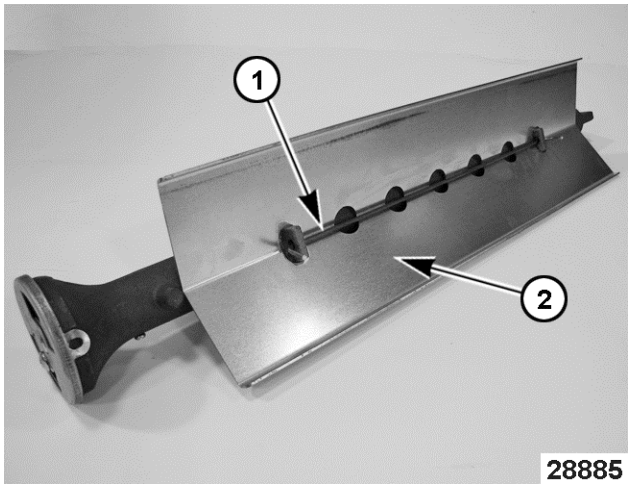

**Fig. 72**
5. Remove burner rod (1, Fig. 72) securing deflector (2, Fig. 72) to burner.